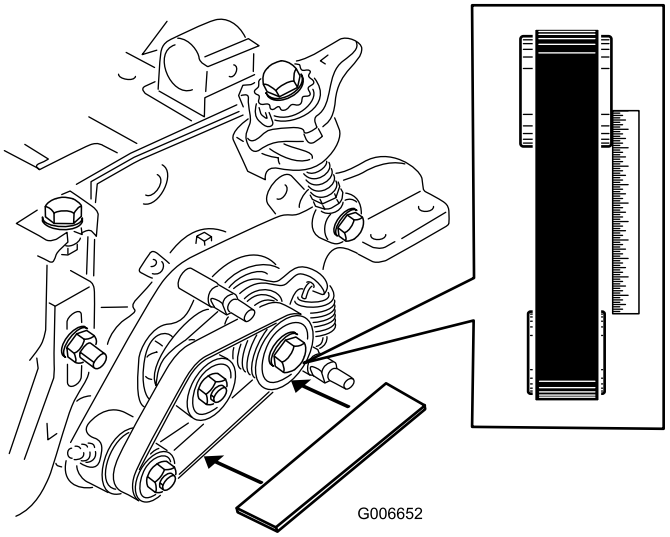

Figure 12
- Posez une règle le long de la face extérieure de la poulie **d'entraînement** (Figure 12).